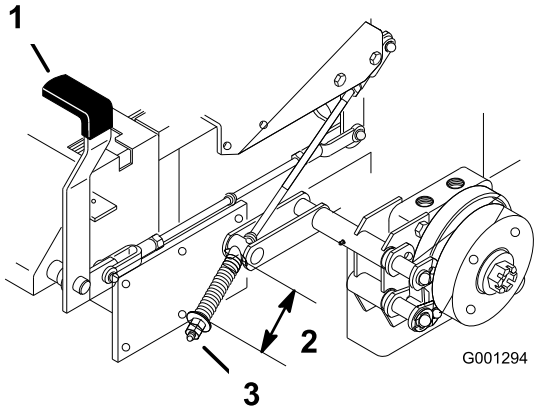

Figur 64
2. Mål lengden på fjæren. Lengden mellom skivene skal være 64 mm (Figur 64).
3. Hvis det er nødvendig med justering må du koble ut parkeringsbremsen, løsne på låsemutteren under fjæren og justere mutteren rett under fjæren (Figur 64). Drei mutteren inntil korrekt måling er oppnådd. Vri mutteren med klokken for å gjøre fjæren kortere og mot klokken for å gjøre den lengre.